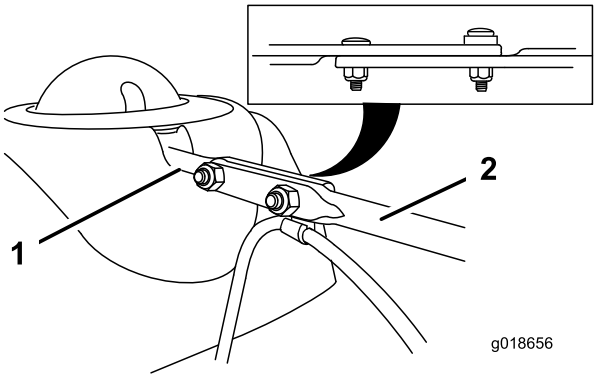

Figuur 14
3. Lijn het platte achteruiteinde van de lange bedieningsstang van het uitwerpkanaal uit met het platte vooruiteinde van de korte bedieningsstang die uit het bedieningspaneel steekt. Zorg ervoor dat ze in elkaar passen (Figuur 14).